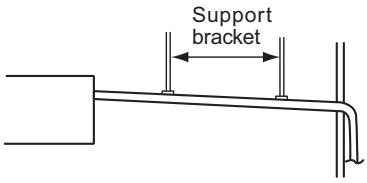

Fig. 2-62
- **Do not apply force to the piping on the unit side when connecting the drain pipe. The pipe should not be allowed to hang unsupported from its connection to the unit. Fasten the pipe to a wall, frame, or other support as close to the unit as possible. (Fig. 2-62)**